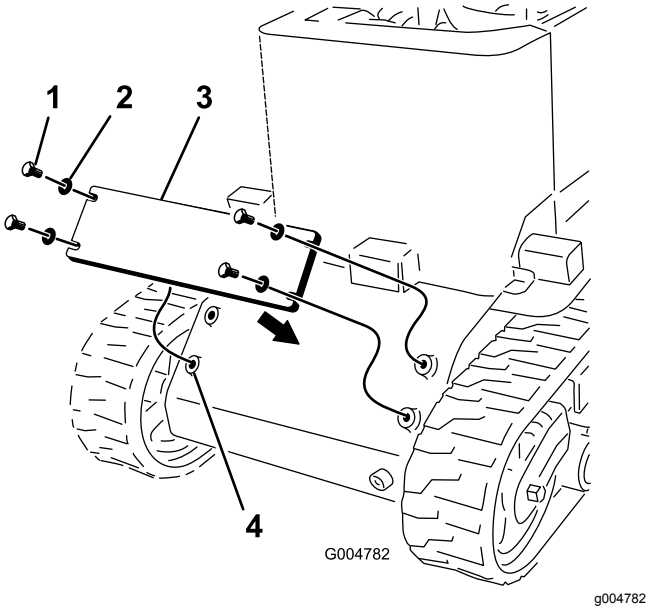

Rysunek 6
1. Nałóż środek do zabezpieczania gwintów na 4 śruby (½ x 1¼ cala) i wraz z 4 podkładkami przy ich pomocy zamocuj przeciwwagę z przodu maszyny (Rysunek 6).